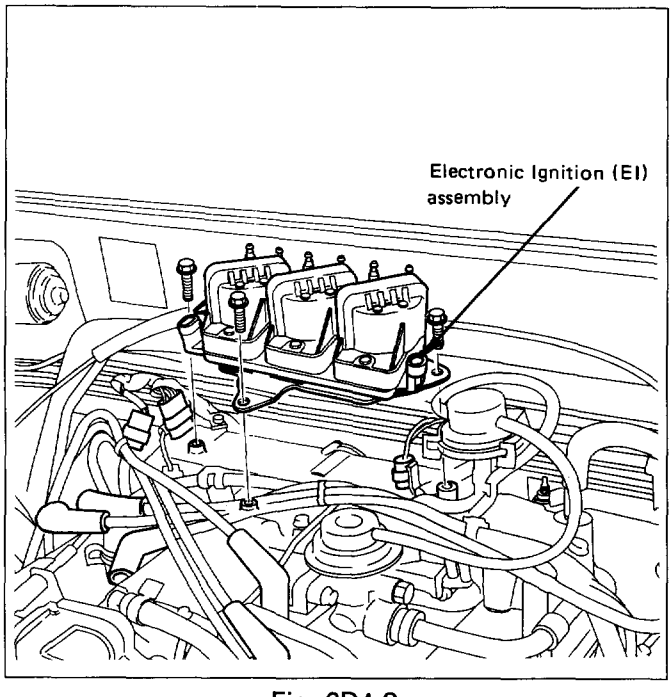

Fig. 6D4-8
3. **Electronic Ignition (EI) assembly**
- Remove three fixing bolts, then the EI assembly. (Fig. 6D4-8)